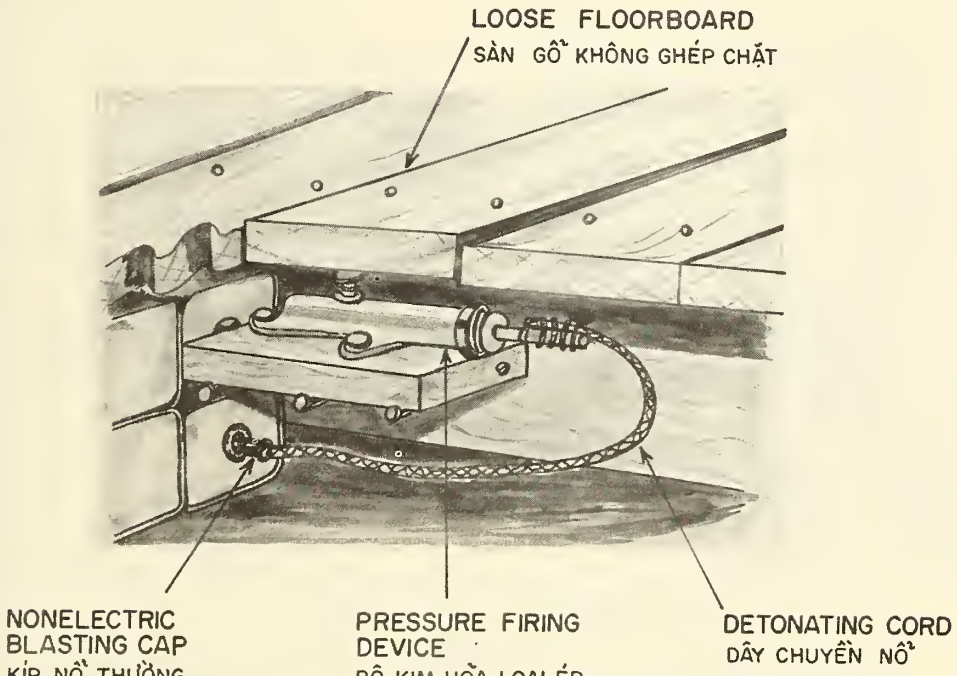

Figure 19
d. Buildings of all types offer the enemy unlimited boobytrapping opportunities. Entranceways, furniture, windows, floorboards, plumbing, and electrical circuits can be effectively boobytrapped (figures 19, 20).